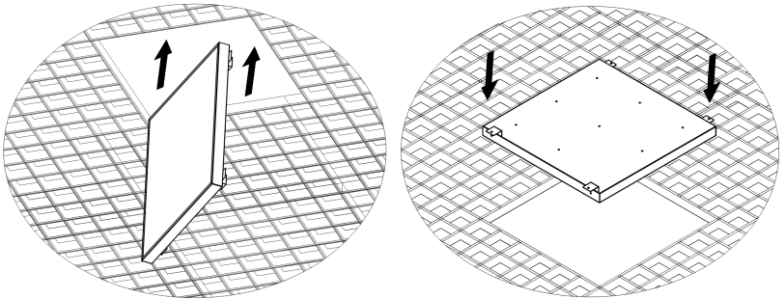

Рисунок 3. Установка светильника Geniled серии Грильято IP54 в подвесной потолок.
5.4. Заведите светильник в нишу потолка «Грильято» (Рисунок 3).